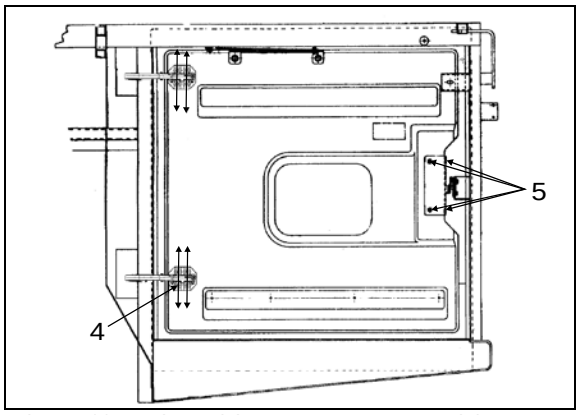

FIGURE 83: ENGINE COMPARTMENT R.H. DOOR 18197
8. Loosen screws (4, Figure 83).